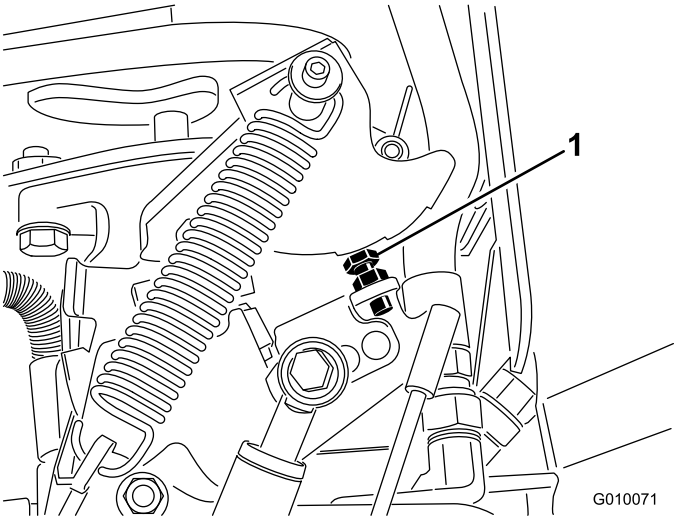

Figur 67
5. Om justering krävs, kan du vända pumpens stoppbult (Figur 67) närmare stopplattan för att minska hålavståndet, eller vända stoppbulten bort från stopplattan för att öka hålavståndet.